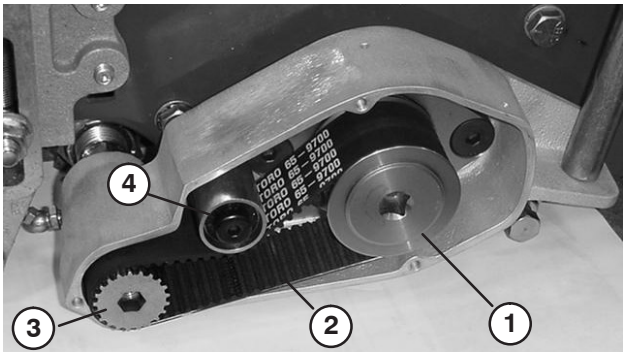

Figure 6
14. Thread the drive pulley onto the left reel shaft extension (Fig. 6). Secure the reel from turning with a wood block and torque the pulley to a minimum of 17 ft–lb.
15. Install the toothed drive belt around the drive pulley and driven pulley and under the backside idler (Fig. 6).